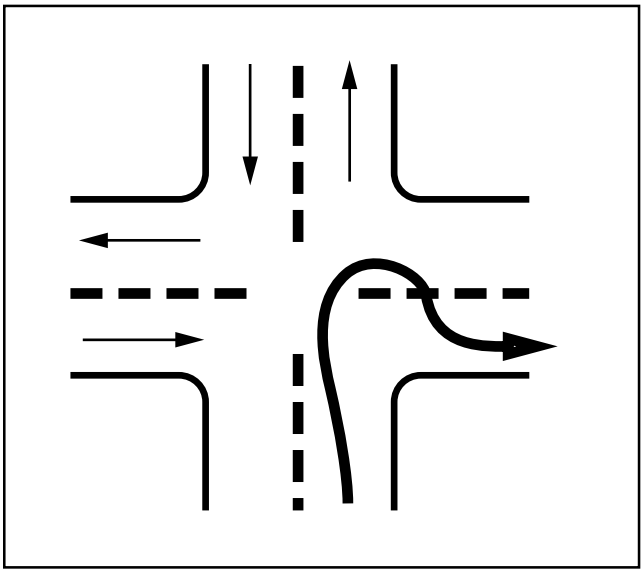

Figure 6-5
of your vehicle close to the curb. This will stop other drivers from passing you on the right. If you cannot complete the turn without entering another traffic lane, turn wide as you ***complete the turn*** (Figure 6-5). This is better than swinging wide to the left before starting the turn because it will keep other drivers from passing you on the right. If drivers pass you on the right, you might collide with them when you turn.
5. Why should you turn like it shows in Figure 6-5?